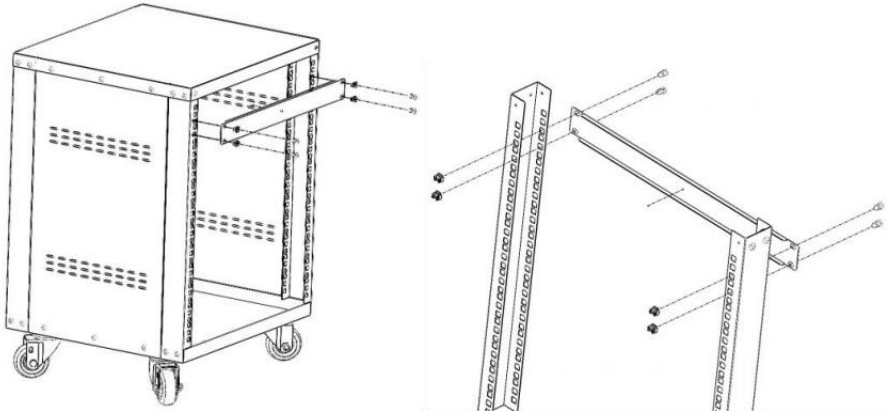

Figura 5
5. Lugar 1U ciego panel l (⑤) en el estante . Asegúrelo con las 4 piezas M 6 jaula nueces (⑧) y 4 piezas M6*12 tornillos de cabeza Phillips (⑨) . Véase la figura 5 .